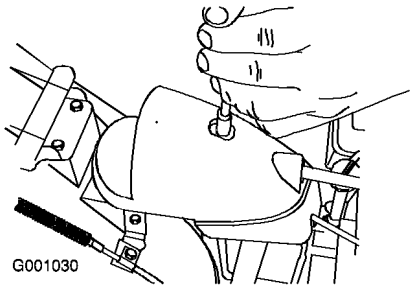

Figur 46
1. Fjern festene på girdekslet (Figur 46), løft fronten på dekslet opp og skyv det bakover så det ikke er i veien.